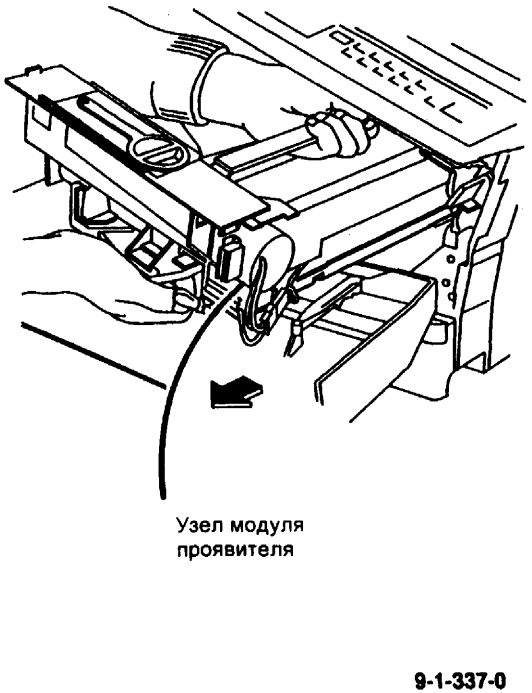

Рис. 2 Снятие узла модуля проявителя
3. (Рис. 2) Снимите узел модуля проявителя. Положите его на плоскую поверхность.